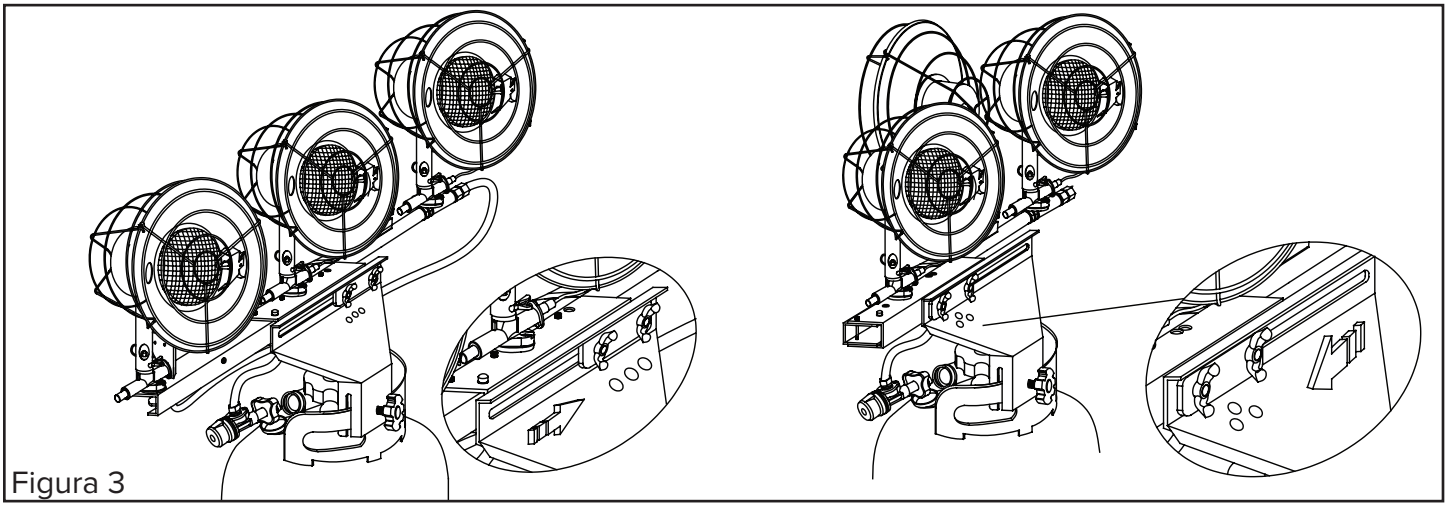

Figura 3
4. Consulte la Figura 3 de la página 9 para determinar las opciones para la posición del quemador.
– Para que los 3 quemadores estén hacia el frente, la arandela plana debe estar hacia el lado derecho de la pieza de montaje del collarín del tanque (vea la Figura 3).
– Para que la cara del quemador en el extremo izquierdo quede hacia atrás, la arandela plana debe estar hacia el lado izquierdo de la pieza de montaje del collarín del tanque (vea la Figura 3).